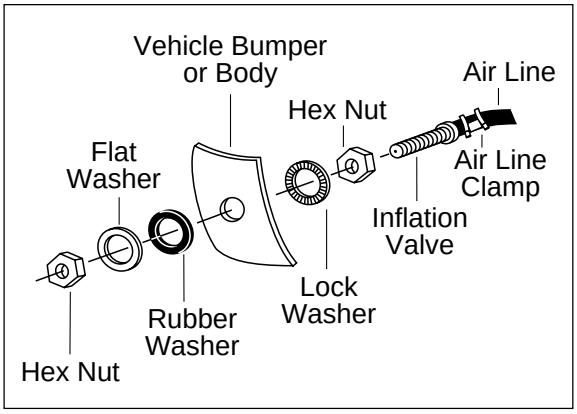

Figure 6
l. Drill a $^{5}/_{16}$" hole for inflation valve and mount as in illustration (Figure 6). Rubber washer is for outside weather seal.
h. Drill $^{5}/_{16}$" hole for inflating valves and mount as illustrated. Rubber washer is for outside weather seal (Figure 6).